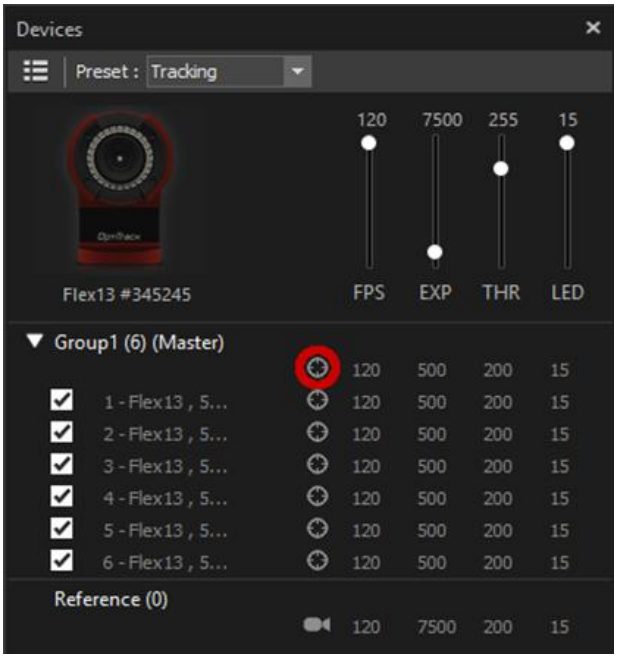

Figure 2. Devices pane in Motive: detecting cameras
1. Open Motive. Under the Devices pane, ensure that Motive can detect all Flex 13 cameras (Figure 2) Make sure all cameras are in tracking mode.